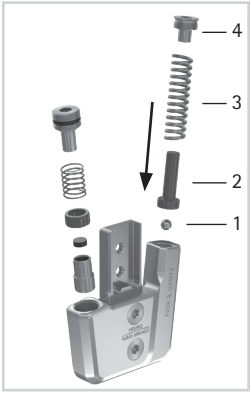

fig. 16
1 Stick the ball (1) into the pin (2; fig. 16).